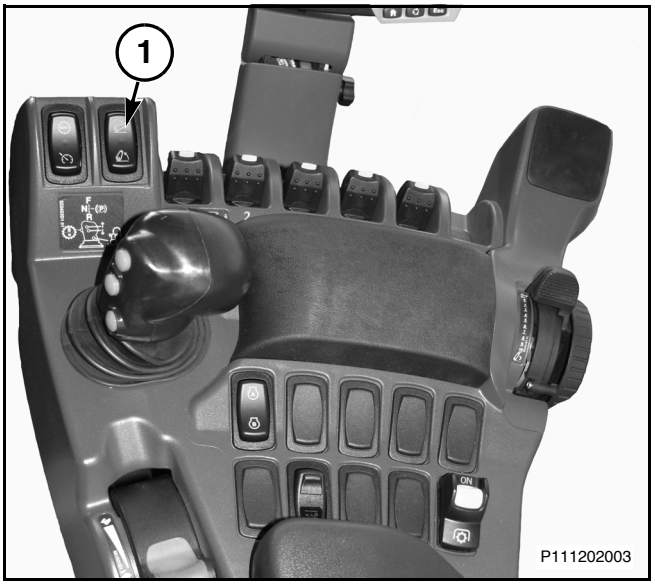

Рис. 144
Рис. 144: Переключатель "подъем/работа" (1) трехточечной сцепки позволяет оператору быстро поднимать навесное оборудование в положение, заданное параметром ограничения подъема. Переключатель (1) позволяет оператору опускать навесное оборудование в положение, заданное рычагом управления трехточечной сцепки. При нажатии на переднее плечо переключателя (1) происходит опускание навесного оборудования, а при нажатии на нижнее плечо - подъем.